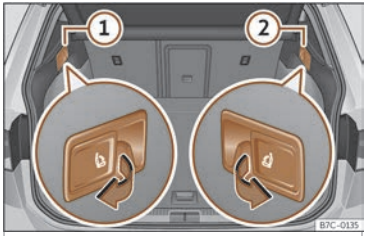

Fig. 104 No maleteiro:pancas para desbloqueo a distancia das partes esquerda ① e dereita ② do respaldo traseiro.
• Tire da panca de desbloqueo>>> **fig. 104** da parte do respaldo que desexe abater.